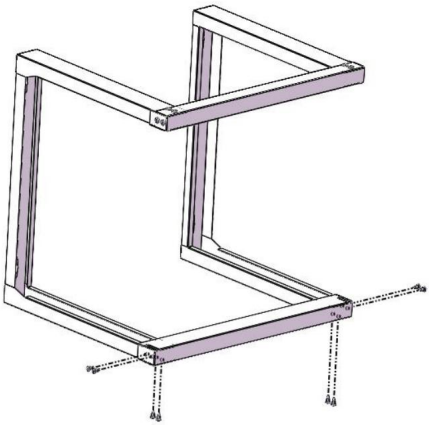

Figura 1
1. Inserire la traversa inferiore (2) nel supporto a U sinistro (1) e nel supporto a U destro (1), fissandola con 8 viti di fissaggio M5 (4). Vedere la Figura 1.